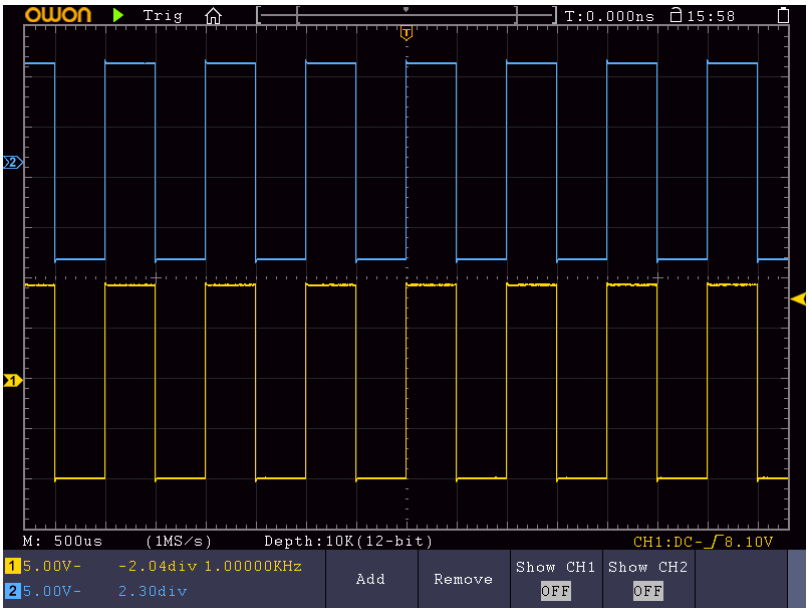

Figure 9-2 Waveform of Gain Measurement
(1) Push the **Autoset** button and the oscilloscope will automatically adjust the waveforms of the two channels into the proper display state.
(2) Push the **Measure** button to show the Measure menu.
(3) Select **Add** in the bottom menu.
(4) In the right menu, select **CH1** in the **Source** menu item.
(5) In the left Type menu, turn the **M** knob to select **PK-PK**.
(6) In the right menu, select **Add**. The peak-to-peak type of CH1 is added.
(7) In the right menu, select **CH2** in the **Source** menu item.
(8) In the left Type menu, turn the **M** knob to select **PK-PK**.
(9) In the right menu, select **Add**. The peak-to-peak type of CH2 is added.
(10) Read the peak-to-peak voltages of Channel 1 and Channel 2 from the bottom left of the screen (see *Figure 9-2*).
(11) Calculate the amplifier gain with the following formulas.